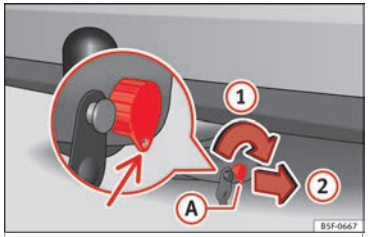

**Fig. 218** Locking the lock.
- Turn key (A) in the direction of arrow (1) until the part of the key with the holes reaches the bottom position ››› **Fig. 218**.